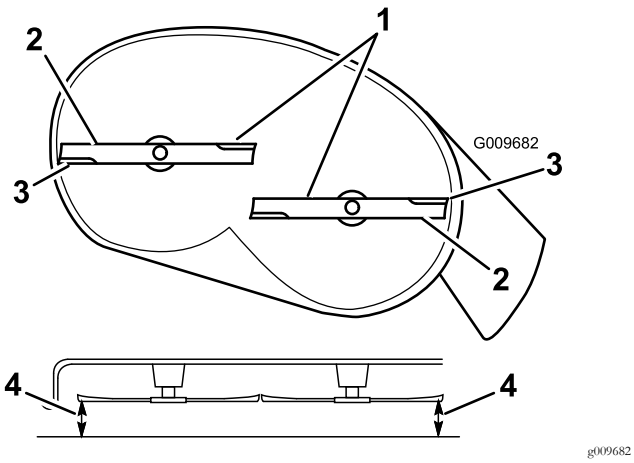
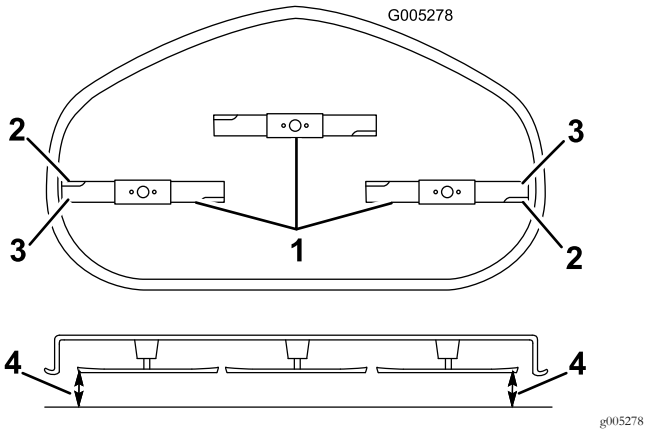

Figur 64
Figur 65
4. Rotera försiktigt knivarna så att alla är parallella (Figur 64 och Figur 65).
5. Mät mellan de yttre knivseggarna och den plana ytan (Figur 64 och Figur 65).